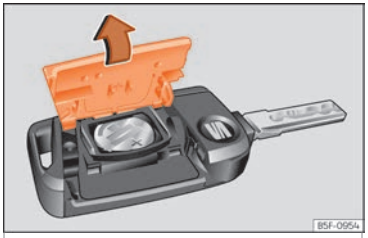

Fig. 122 Llave del vehículo: apertura de la tapa del compartimento para la pila.
- Retire la tapa en la parte trasera de la llave del vehículo ››› fig. 122 en la dirección de la flecha ››› ❗.
- Coloque la tapa tal como se muestra ››› fig. 122 y presiónela en la carcasa de la llave del vehículo en sentido contrario a la flecha hasta que encastre.